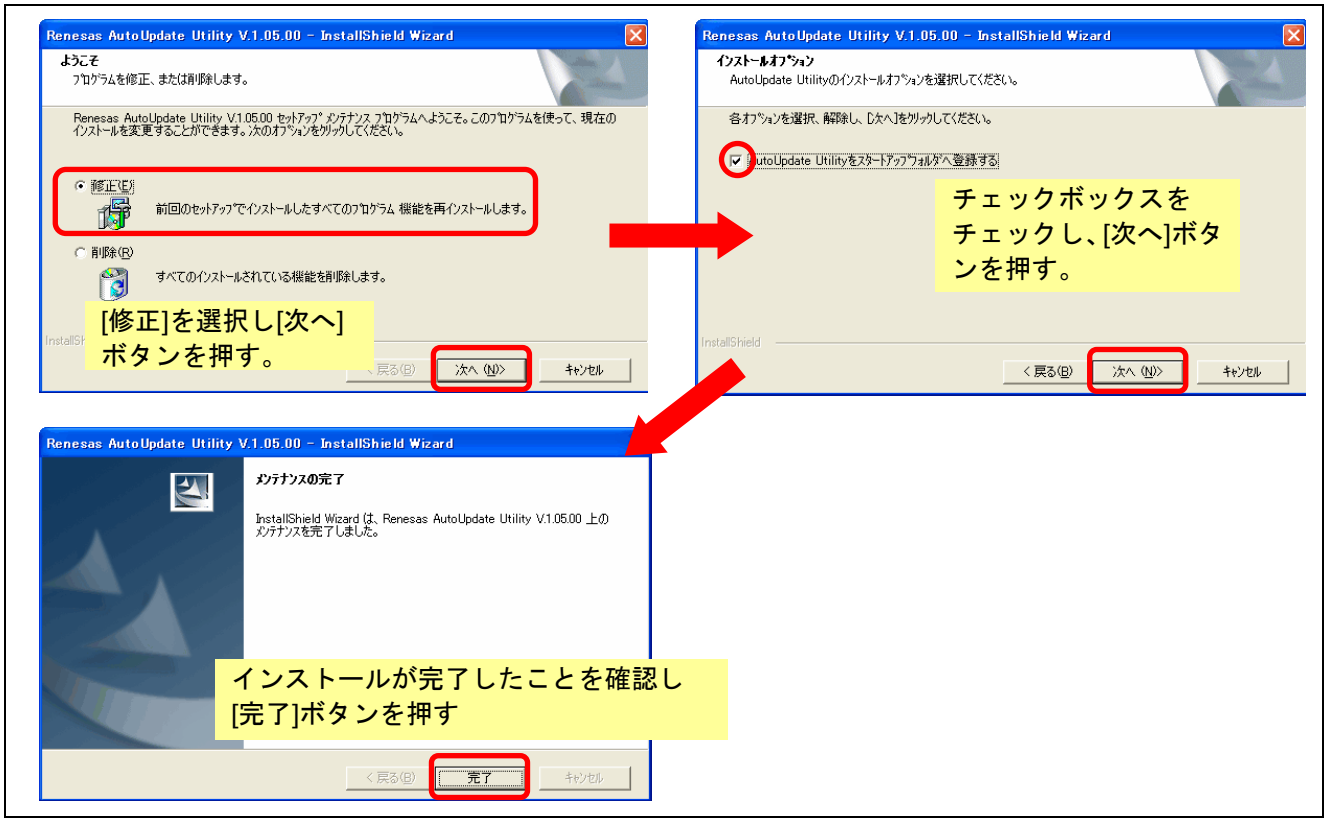

図 3.7　オートアップデートユーティリティのインストール
(8) 次にオートアップデートユーティリティ（AutoUpdate Utility）のインストールが開始されますので、図 3.7 の手順でインストールを行ってください。